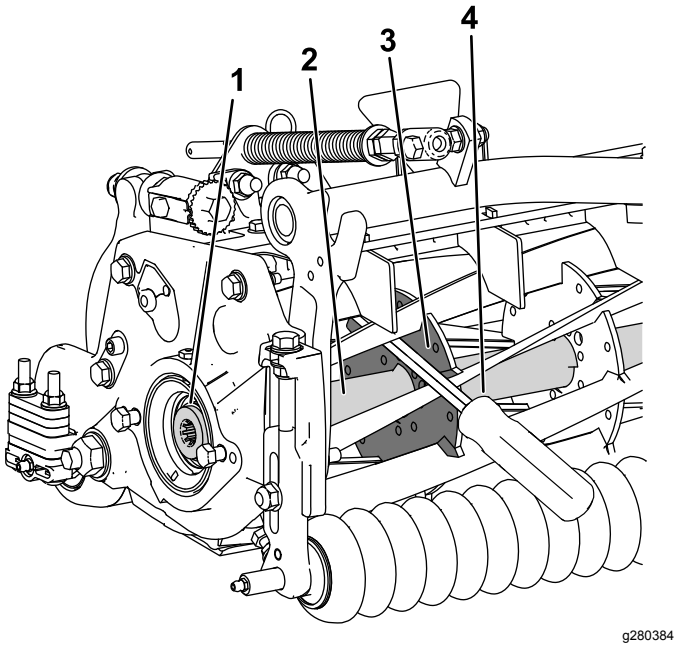

Bild 31
1. Stecken Sie ein langes Hebeleisen (empfohlen 10 mm x 300 mm mit Schraubendrehergriff) durch die Vorderseite der Spindel, nahe an der Seite des Mähwerks, die Sie anziehen werden (Bild 31).
2. Setzen Sie das Hebeleisen gegen die Schweißseite der innenliegenden Verstärkung der Schneidspindel (Bild 31).